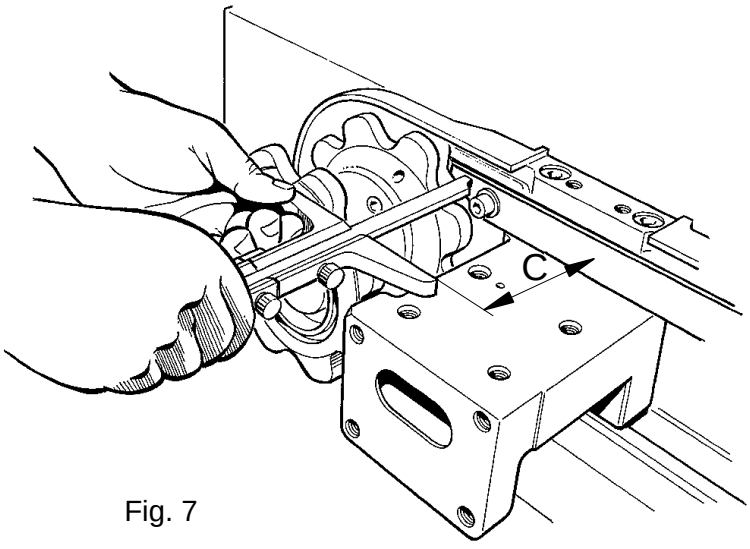

Fig. 7
- **Distance C:** Put the safety sprocket on the shaft and measure the distance between the front side of the sprocket and the guide plate, see fig 7. Record the result.
- Reapeat the measurement of distance C. Distance C will be equal to distance B plus or minus half the difference between the distances A and B, see fig. 7. With that the safety sprocket is in the middle position between the inner guide and the outer guide.